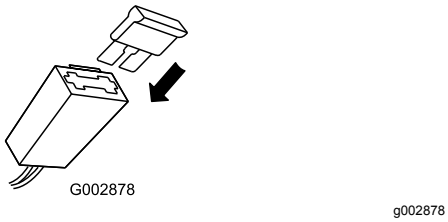

Rysunek 41
2. Wymień bezpiecznik w uchwycie bezpiecznika (Rysunek 41).